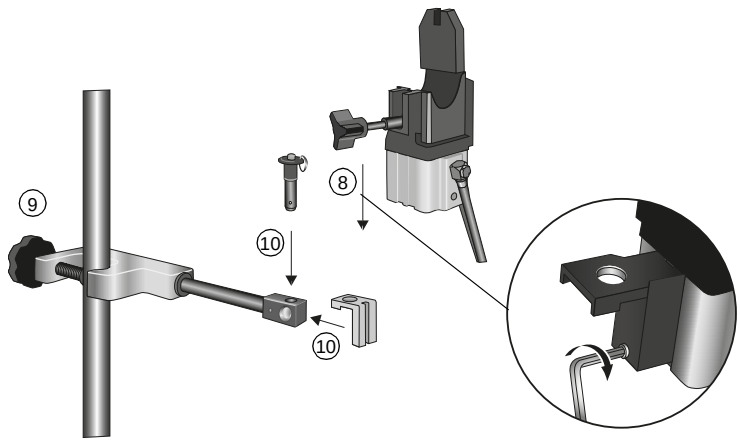

Abbildung 6-21. Anbringen der AutoClamp-Klemme an einem Ständer
8. Schieben Sie die AutoClamp-Klemme auf den Montageadapter und ziehen Sie die Knebelschraube des Adapters fest (Abbildung 6-21).
9. Befestigen Sie den Halter für die AutoClamp-Klemme sicher an einem Ständer (Abbildung 6-21).
10. Bringen Sie die AutoClamp-Klemme mit dem Montageadapter am Ständerhalter an. Drücken Sie dazu den Knopf am Stift ein und führen Sie den Stift durch die aneinander ausgerichteten Bohrungen (Abbildung 6-21).